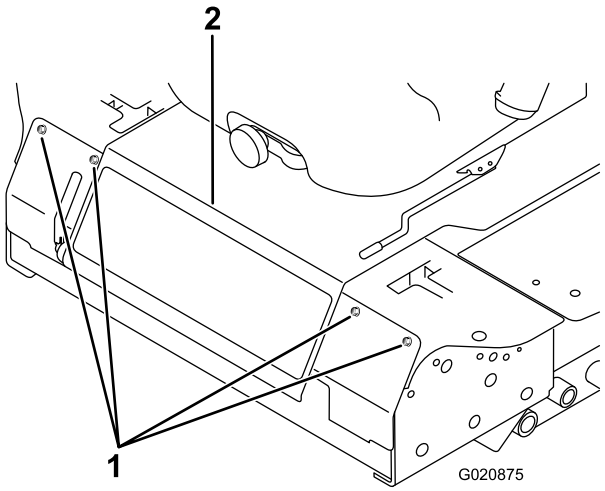

Figuur 56
3. Draai de bouten los waarmee het voorpaneel vastzit, en verwijder het paneel (Figuur 56).